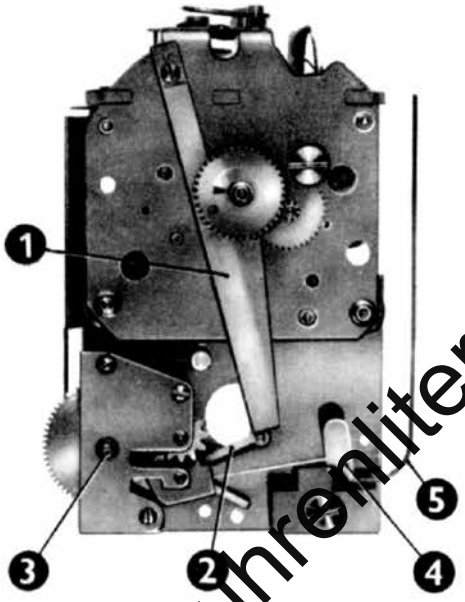

Abb. 34
Abb.34 zeigt die Vorderansicht des Uhrwerkes bei abgenommener Werkplatte. Das eigentliche Uhrwerk arbeitet in der gleichen Weise wie das AN-Werk (siehe 7.Kapitel). Die Arretierfeder (1) gibt den Klöppelhebel (2) frei oder verriegelt ihn. Zum Einstellen des Stellzeigers dient der rechte, auf der Vorderseite des Zifferblattes angeordnete Knopf.